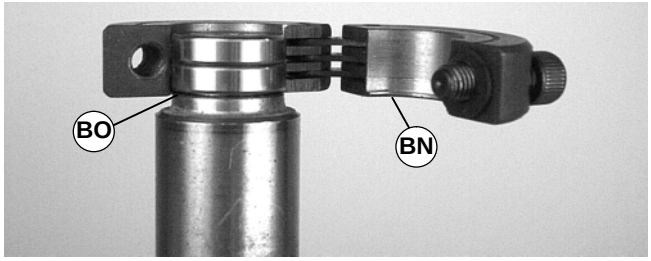

Abbildung 46
1. Das Lagerausbauwerkzeug (Teilnr. 450281) über das/die Lager legen, wobei sich die Lippe (BN in Abbildung 46) wie gezeigt in der Lagerspalte (BO) befinden sollte